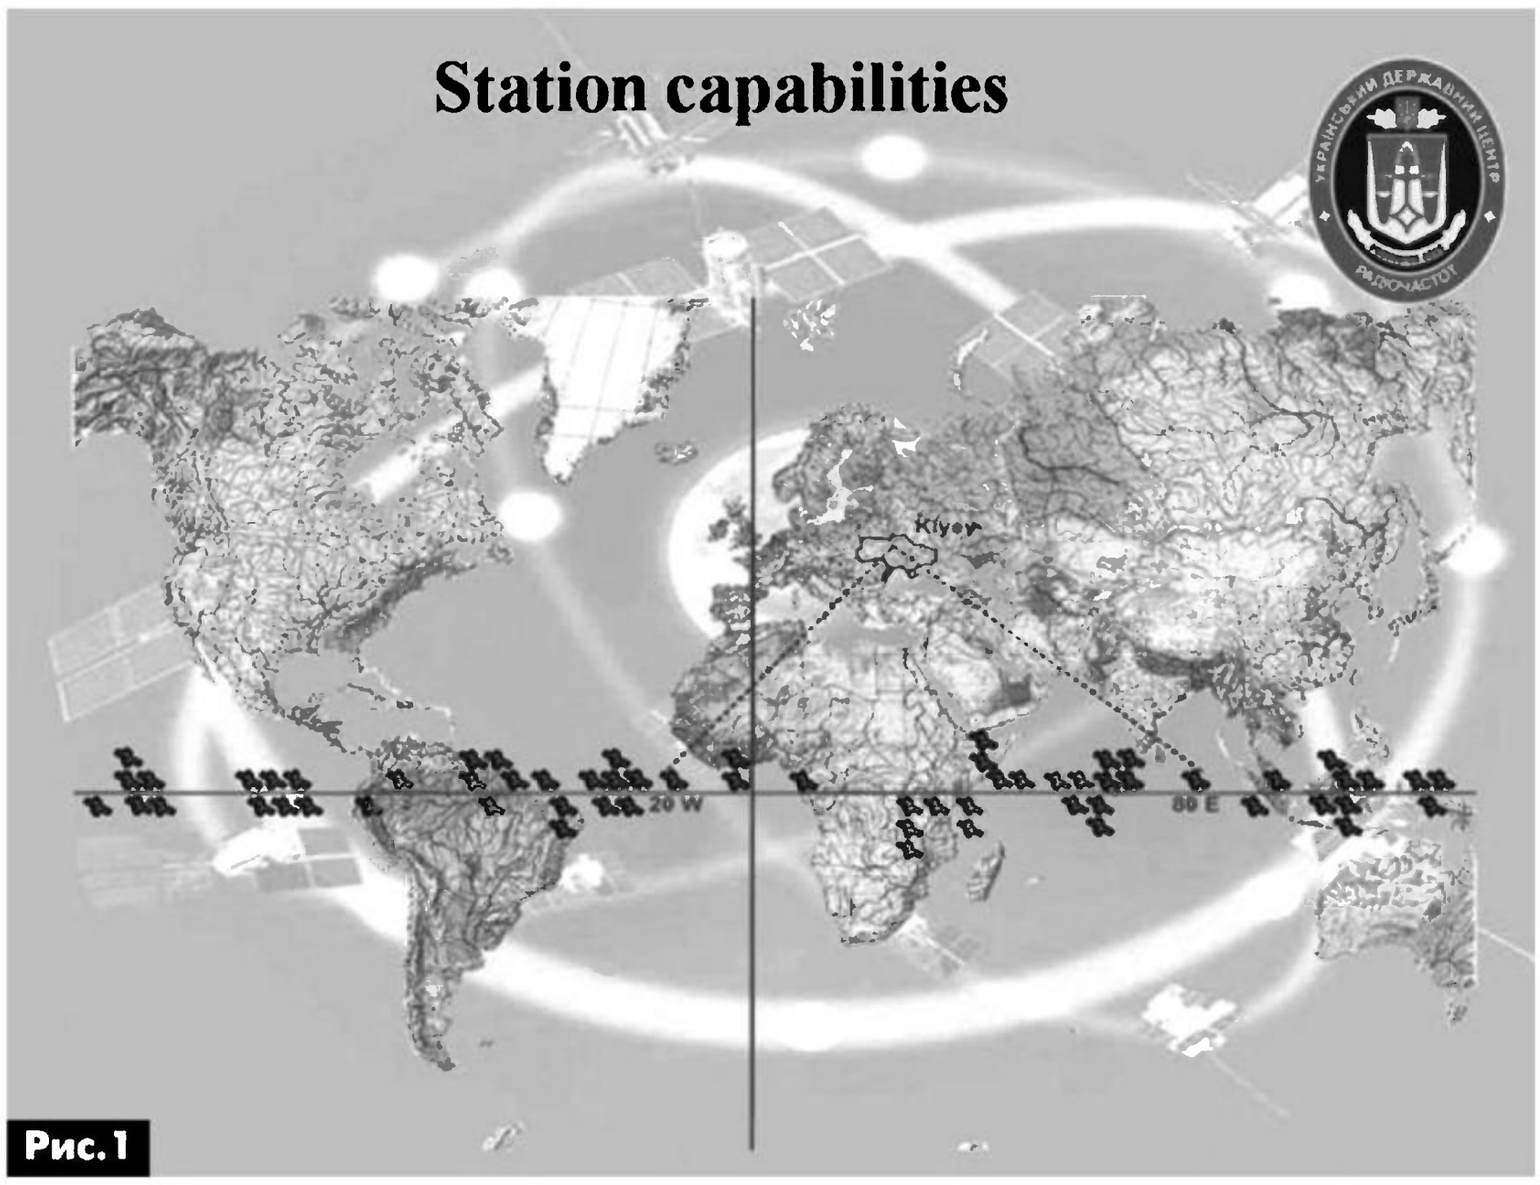

Рис.1
1. Обнаружение и измерение параметров излучения спутниковых транспондеров, расположенных на спутниках, находящихся на орбитальных позициях от 20W до 80E (**рис.1**) в C и Ku диапазонах частот (от 3,4 ГГц до 4,2 ГГц и от 10,7 ГГц до 12,75 ГГц).